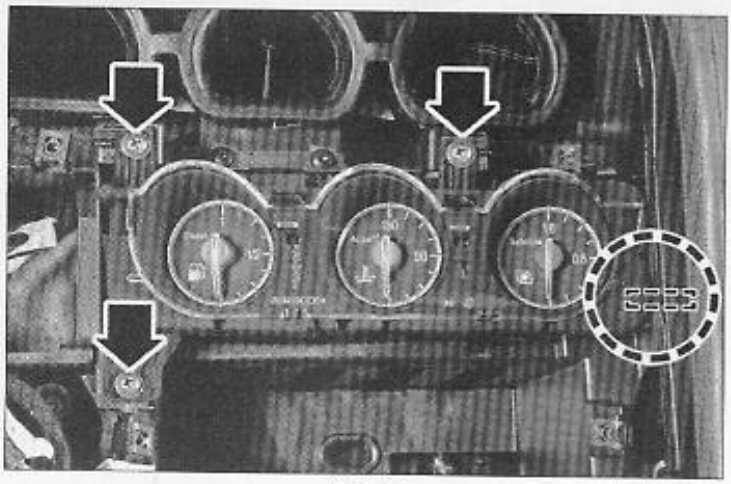

FIG. 23
• Déposer les 3 vis de fixation du combiné tri-compteur et débrancher son connecteur avant de la déposer. Le combiné est immobilisé à sa base par un pion de centrage **(Fig.23)**.